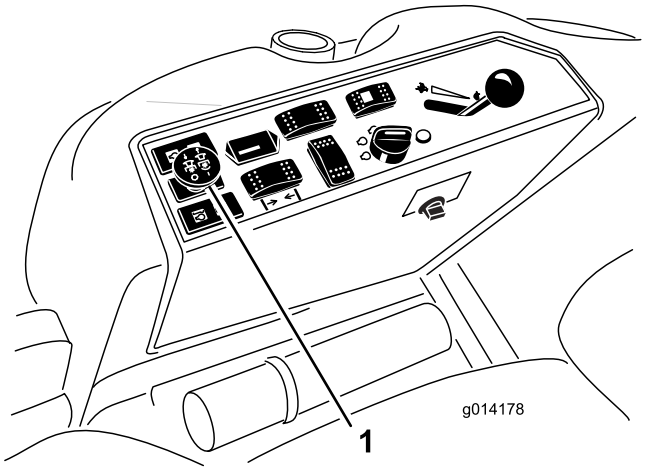

**Figur 15**
3. Træk kraftudtagskontakten op for at aktivere kraftudtaget (Figur 15).